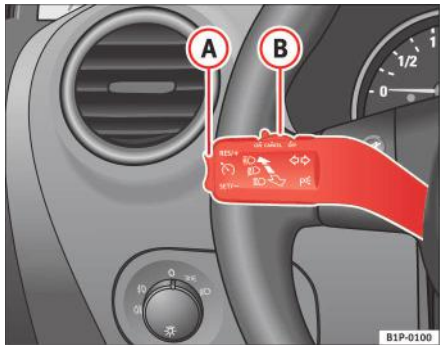

Fig. 129 Indicatorul şi maneta pentru faza lungă a farurilor: comutator şi comutator basculant pentru tempomat
- când maneta (B) este deplasată în poziția “CANCEL” (Anulare) fără a fi atinsă poziția “OFF”(Dezactivat). După încheierea operației “CANCEL” (Anulare), maneta este eliberată şi revine în poziția inițială.
Pentru reactivarea tempomatului, eliberați pedala de frână sau de ambreiaj sau reduceți viteza automobilului sub 180 km/h şi apăsați o dată partea superioară a butonului basculant **RES/+** ⇒ pagina 176, fig. 129 (A).